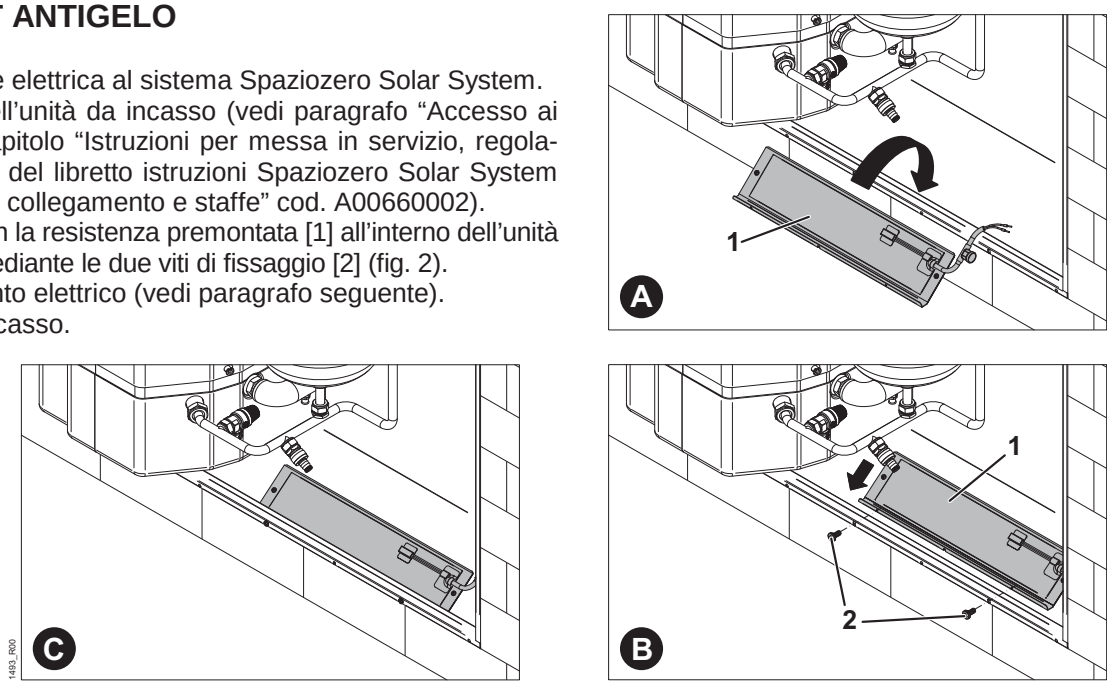

Fig. 2
- Posizionare la staffa con la resistenza premontata [1] all'interno dell'unità da incasso e fissarla mediante le due viti di fissaggio [2] (fig. 2).